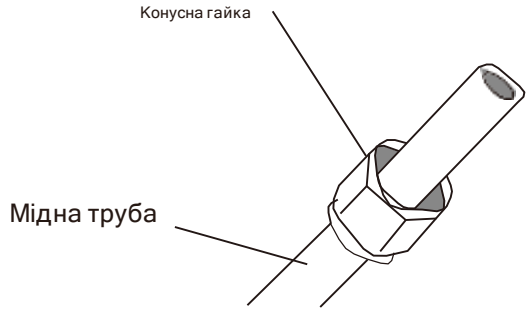

Рис. 5.3
3. Встановіть конусні гайки на обидва кінці труби. Переконайтеся, що вони дивляться в правильному напрямку, тому що ви не можете їх надіти або змінити напрямок після розклеювання. Див. **Рис. 5.3** .